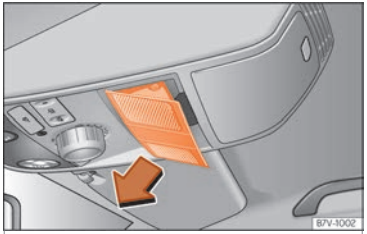

Fig. 17 On the interior roof lining: remove the cover.
- Push open the cover in the direction indicated (arrow) ››› Fig. 17.